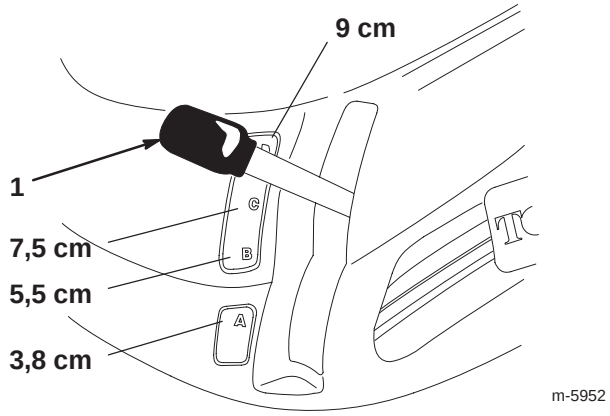

Figure 5
2. Tirez le levier de hauteur de coupe et sélectionnez la position souhaitée puis relâchez lentement le levier dans le cran (Fig. 5).